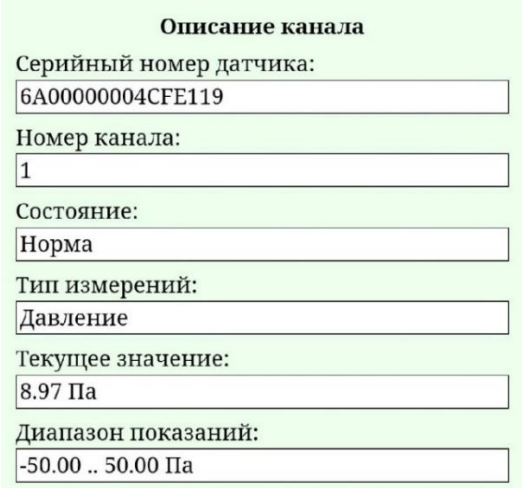

Рисунок 22 – Панель «Описание канала»
2.8.6.1 На панели «Описание канала» (рис. 22) отображаются актуальные данные о канале датчика. Поля не редактируемые.